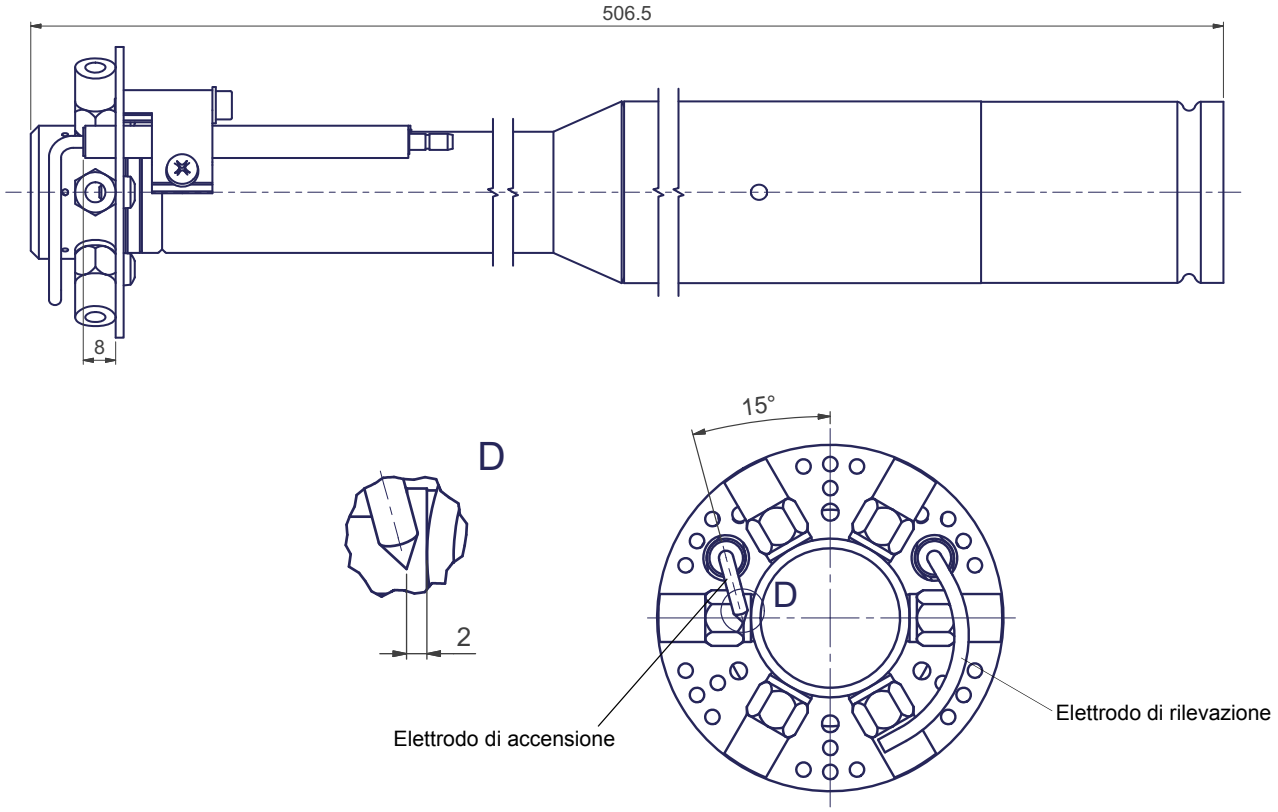

Fig. 53
- Esame elettrodi di accensione e di rilevazione, pulizia, eventuale registrazione e se necessario sostituzione (vedi Fig. 53).In caso di dubbio verificare il circuito di rilevazione, dopo aver rimesso in funzione il bruciatore, seguendo lo schema in Fig. 52